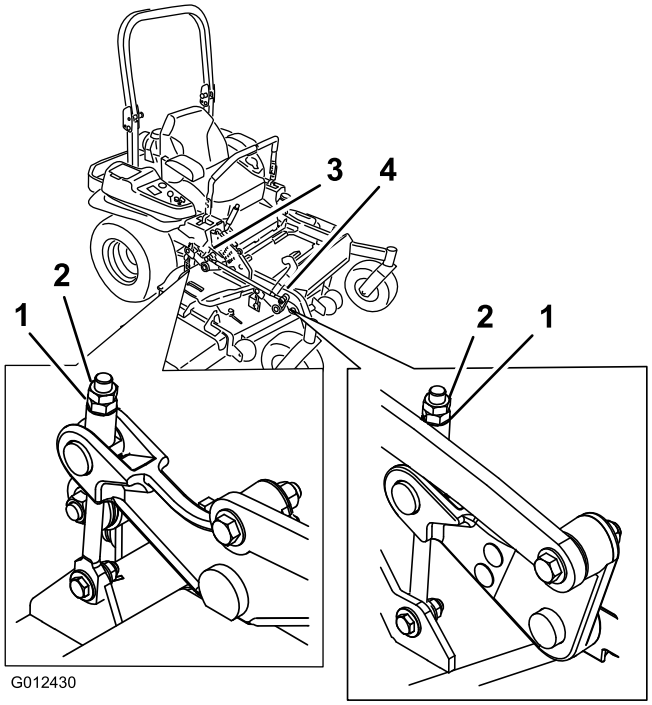

**Figuur 87**
10. U kunt de stelmoer op de hefinrichting van het voorste maaidek draaien om deze nog nauwkeuriger in te stellen (Figuur 87).
16. U kunt de stelmoer op de hefinrichting van het voorste maaidek draaien om deze nog nauwkeuriger in te stellen (Figuur 87).